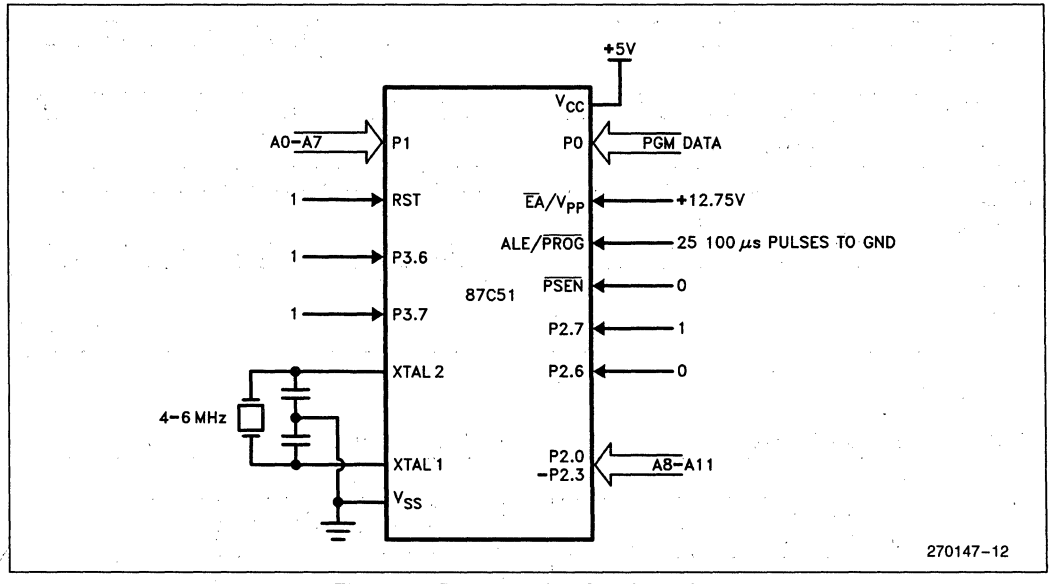
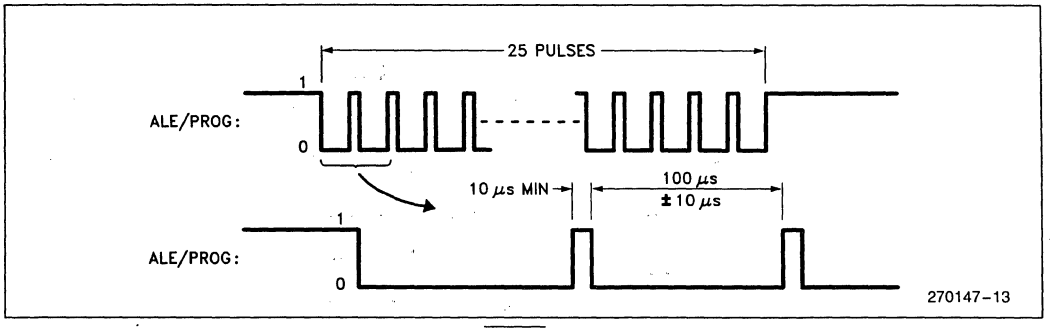
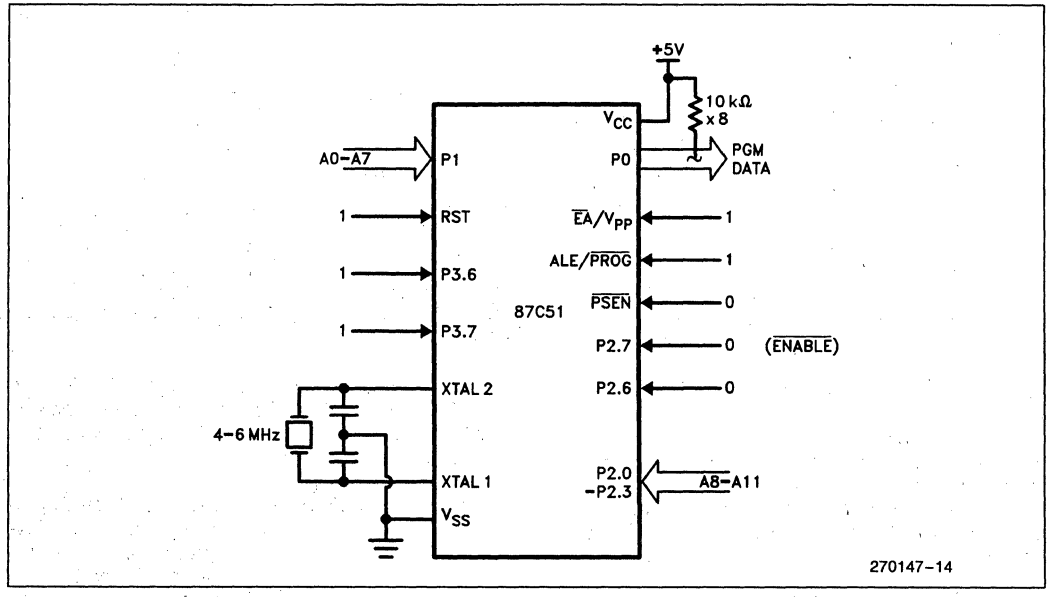

Figure 10. Programming Configuration
Figure 11. $\overline{\text{PROG}}$ Waveforms
Figure 12. Program Verification
Table 2 shows the logic levels for reading the signature byte, and for programming the Program Memory, the Encryption Table, and the Lock Bits. The circuit configuration and waveforms for Quick-Pulse Programming™ are shown in Figures 10 and 11. Figure 12 shows the circuit configuration for normal Program Memory verification.
The setup for Microcontroller Quick-Pulse Programming™ is shown in Figure 10. Note that the 87C51 is running with a 4 to 6 MHz oscillator. The reason the oscillator needs to be running is that the device is executing internal address and program data transfers.
The address of the EPROM location to be programmed is applied to Ports 1 and 2, as shown in Figure 10. The code byte to be programmed into that location is applied to Port 0. RST, $\overline{\text{PSEN}}$, and pins of Ports 2 and 3 specified in Table 2 are held at the "Program Code Data" levels indicated in Table 2. Then ALE/$\overline{\text{PROG}}$ is pulsed low 25 times as shown in Figure 11.
If Lock Bit 2 has not been programmed, the on-chip Program Memory can be read out for program verification. The address of the Program Memory location to be read is applied to Ports 1 and 2 as shown in Figure 12. The other pins are held at the "Verify Code Data" levels indicated in Table 2. The contents of the addressed location will be emitted on Port 0. External pullups are required on Port 0 for this operation. Detailed timing specifications are shown in later sections of this data sheet.
*FOR PROGRAMMING CONDITIONS SEE FIGURE 10.
FOR VERIFICATION CONDITIONS SEE FIGURE 12.